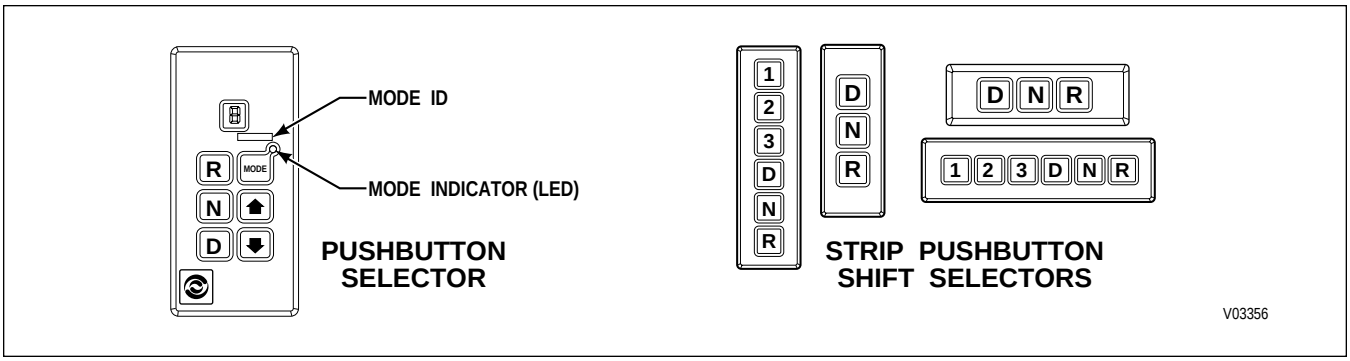

Figure 1–4. Pushbutton Shift Selectors
B. Lever Shift Selector *(Figure 1–5)*